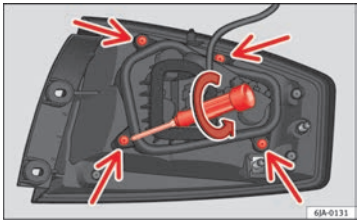

Fig. 158 Retaining screws on reverse side of rear light unit
– Unscrew the four retaining screws from the bulb holder anti-clockwise using a screwdriver or a Torx 20 key (T20) from the vehicle tool kit ⇒ Fig. 158. Take care not to lose the bulb holder retaining screws. ■